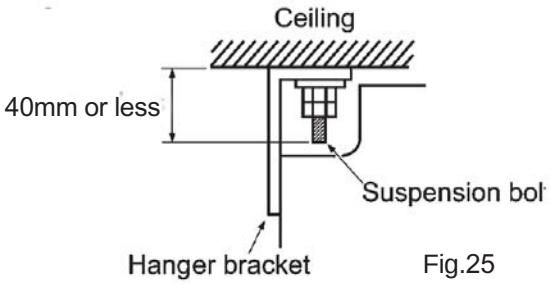

Fig.25
- Adjust the distance from the unit to the ceiling slab beforehand (Refer to Fig.25)